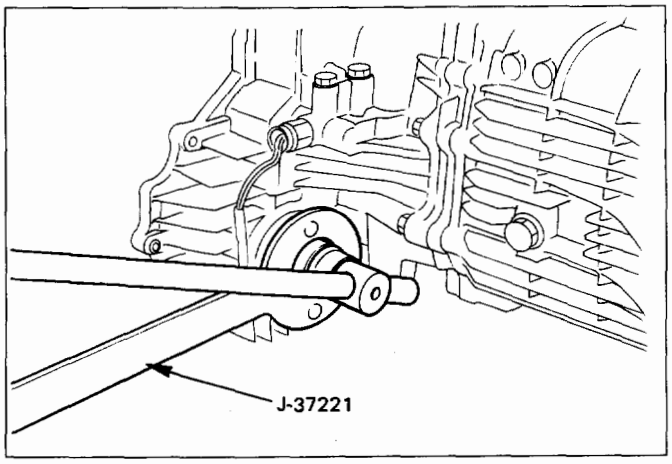

Fig. 7B-27
- Use the punch to stake the rear companion flange nut at two spots (Fig. 7B-28, 7B-29).